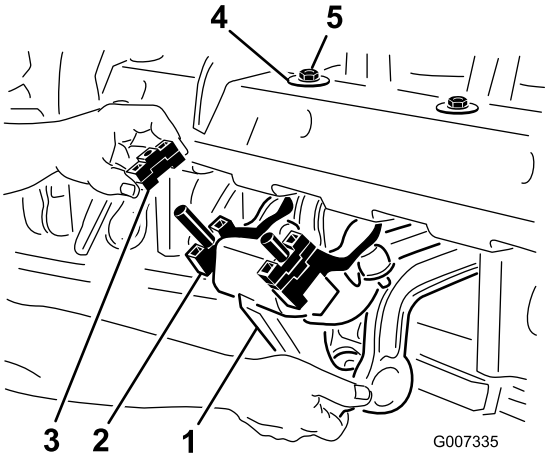

Figur 22
1. Fjern de to 1/2 tommes (13 mm) låsemutrene som fester dempingen til rotasjonsleddene til undersiden av luftehoderammen (Figur 22).
2. Senk dempingssystemet for å få tilgang til avstandsstykkene (Figur 22).
4. Monter dempingssystemet til luftehoderammen igjen. Sørg for at D-skiven monteres mot luftehoderammen som vist i Figur 22. Fest de to låsemutrene.